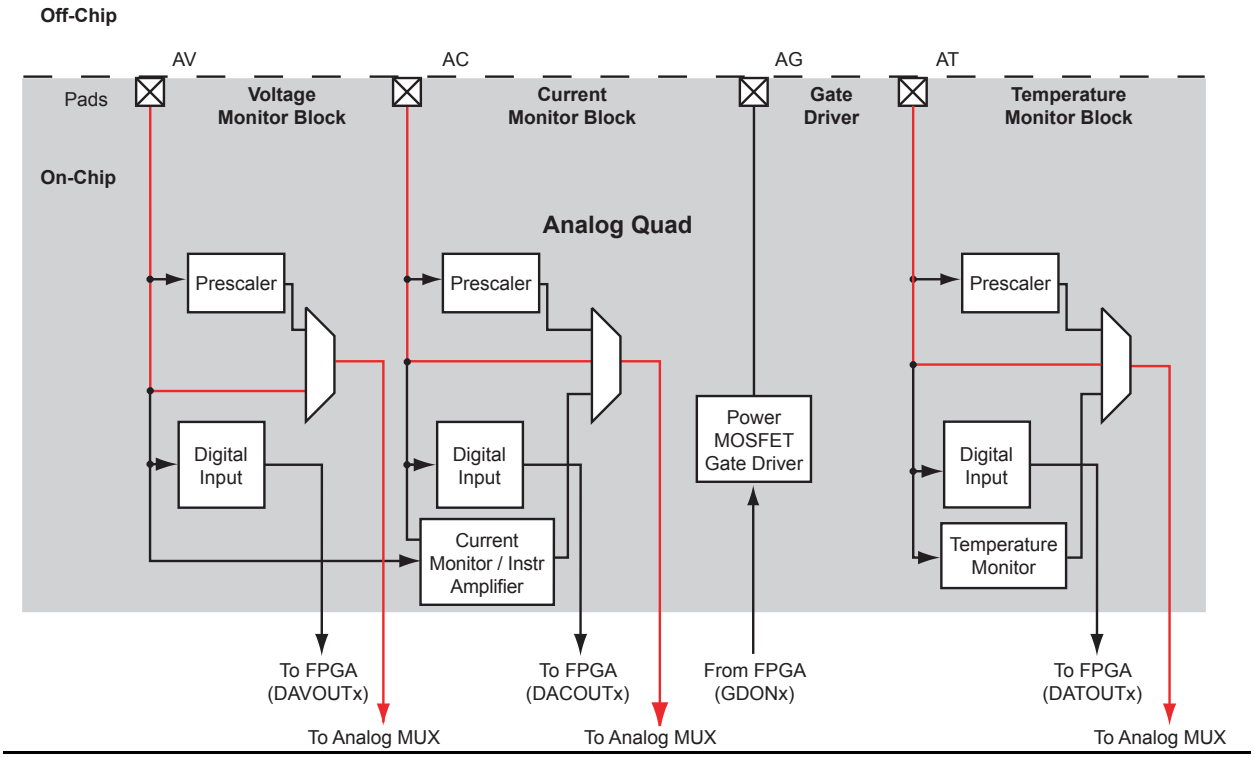

Figure 2-66 • **Analog Quad Direct Connect**
The Fusion Analog Quad offers a robust set of voltage-monitoring capabilities unique in the FPGA industry. The Analog Quad comprises three analog input pads— Analog Voltage (AV), Analog Current (AC), and Analog Temperature (AT)—and a single gate driver output pad, Analog Gate (AG). There are many common characteristics among the analog input pads. Each analog input can be configured to connect directly to the input MUX of the ADC. When configured in this manner (Figure 2-66), there will be no prescaling of the input signal. Care must be taken in this mode not to drive the ADC into saturation by applying an input voltage greater than the reference voltage. The internal reference voltage of the ADC is 2.56 V. Optionally, an external reference can be supplied by the user. The external reference can be a maximum of 3.3 V DC.